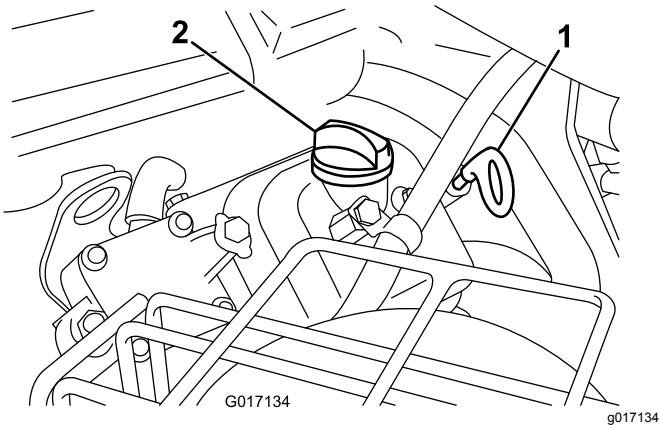

Figur 38
2. Dra ut oljestickan och torka av den med en ren trasa. Sätt ner oljestickan i röret och se till att den sitter fast ordentligt (Figur 38).